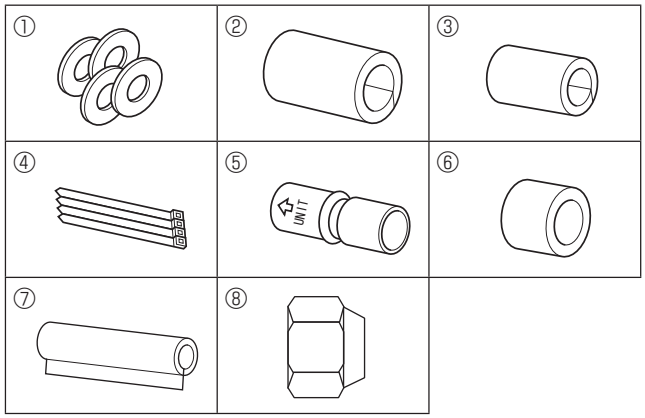

Fig. 3-1
3.1. Проверьте наличие дополнительных принадлежностей к внутреннему прибору (Fig. 3-1)